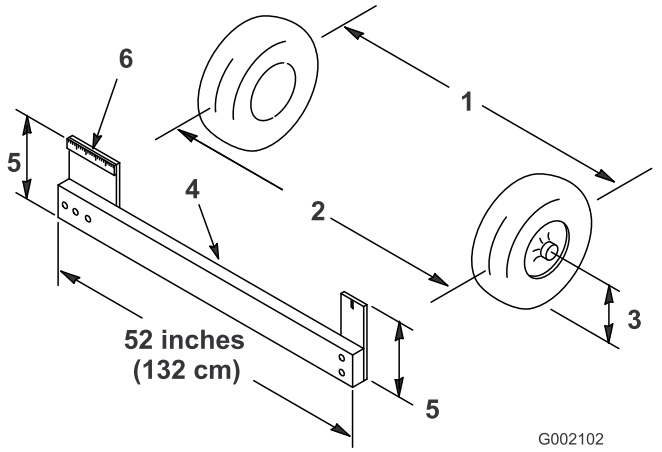

**Figure 11**
1. Measure the distance between both of the front tires at the axle height at both the front and rear of the front tires (Figure 11). A fixture or alignment gauge is needed for the rear measurement of the front tires at axle height. Use the same fixture or alignment gauge to accurately measure the front of the front tires at axle height (Figure 11).